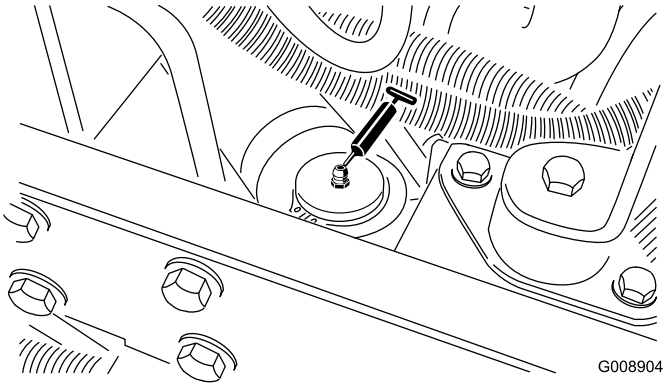

Figur 57
- Akselstyresylinder (Figur 57).